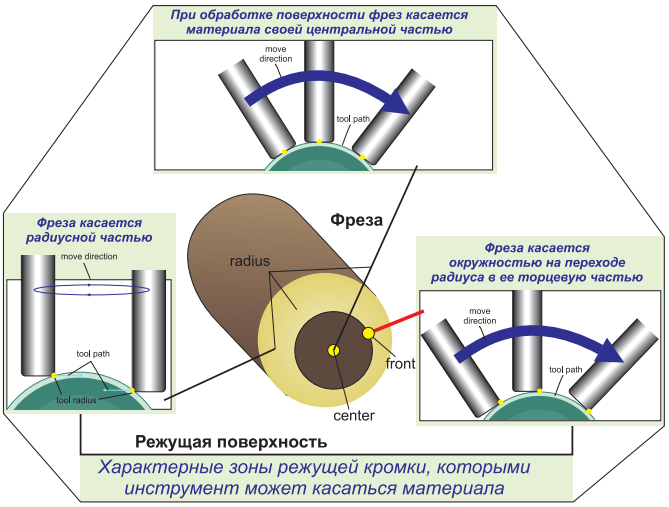

Рис. 5 Виды точечного взаимодействия лезвийного инструмента (твердосплавной фасонной фрезы) с обрабатываемой поверхностью
- **многокоординатные** – строчечная обработка при **точечном** касании инструмента (**рис. 5, 6**);